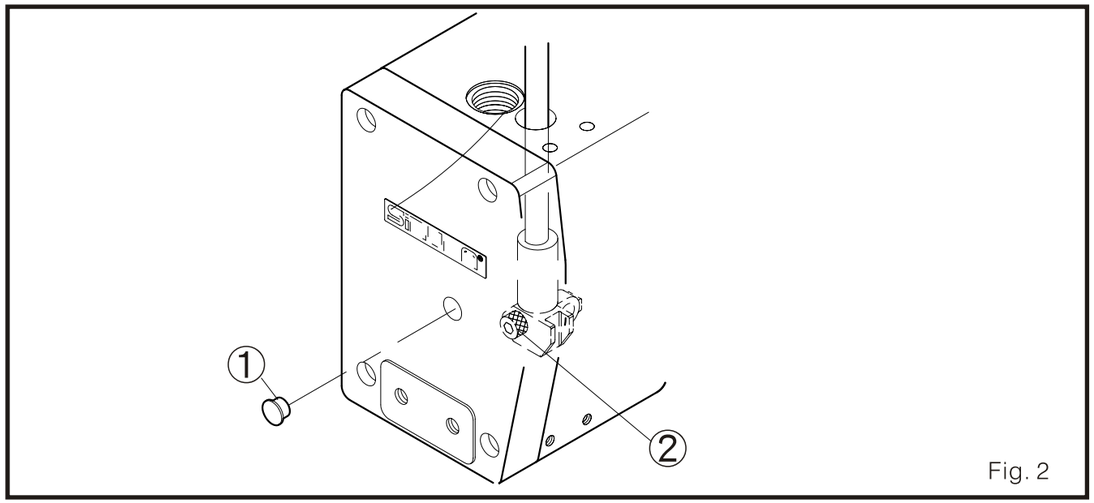

Fig. 2
2. Abra el tapón de goma 1 de un lado, y afloje el tornillo 2. Fíjelos de nuevos después de ajustar el alto de la barra aguja de arriba a bajo hasta conseguir la posición ideal.(Fig. 2